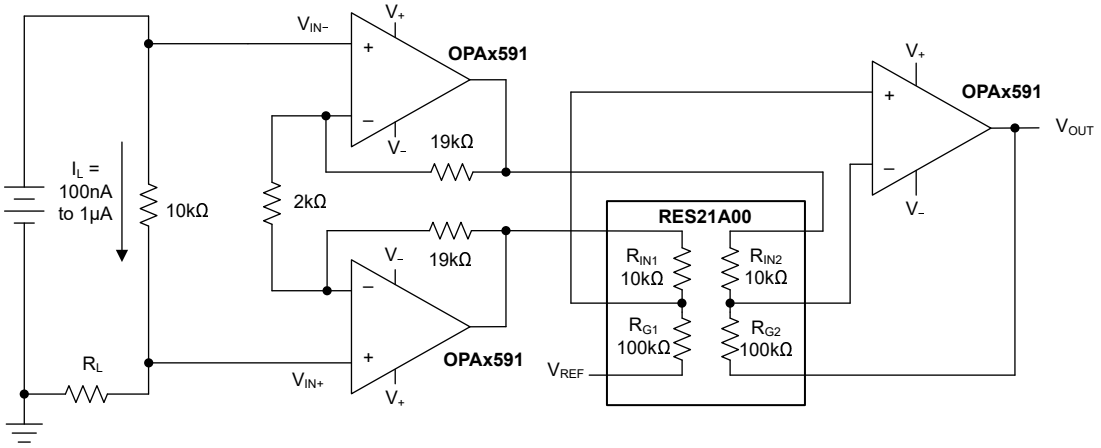
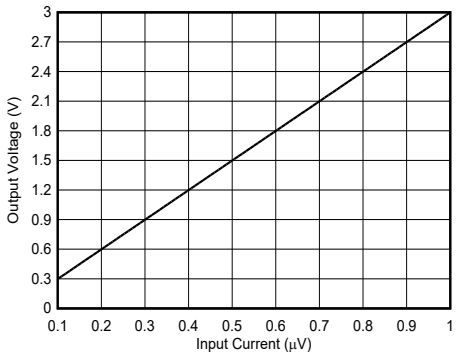
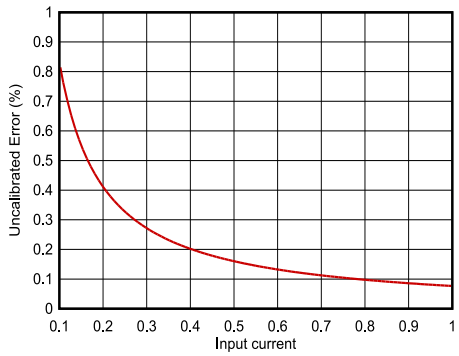

**图 7-1. OPAx591 仪表放大器和 RES31A**
图 7-4. 输出电压
图 7-5. 输出电压和误差
此应用使用德州仪器 (TI) 的 RES31A 匹配电阻器芯片。与分立式 0.1% 电阻器相比，这些电阻器可提供出色的匹配和温漂。电阻器匹配对于实现高共模抑制和低增益误差至关重要。图 7-1 展示了最终电路。图 7-4、图 7-5 所示为电路结果。请注意，误差是室温下的仿真结果，具有典型的直流误差值和最坏情况下的电阻器匹配值。建议进行室温校准以实现更高精度的测量。